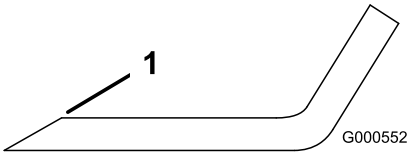

Figuur 55
1. Gebruik een vijl om de snijranden aan beide uiteinden van het mes te slijpen (Figuur 55).
Opmerking: Als het mes niet in balans is, moet u wat metaal afvijlen van het uiteinde van de vleugel (Figuur 55).